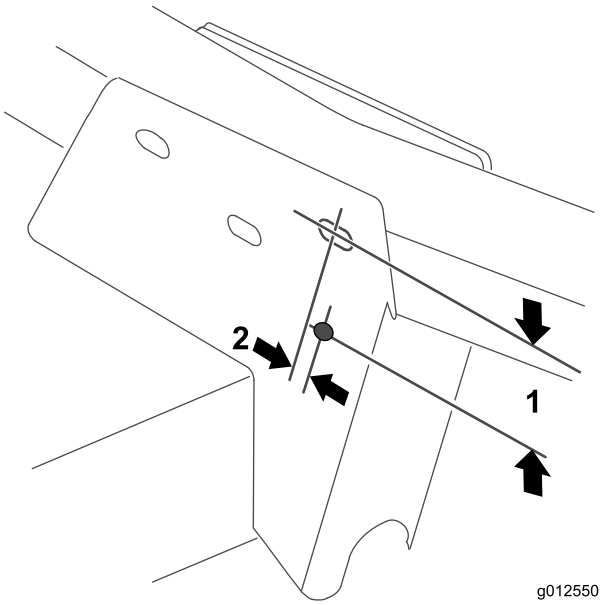

**Figur 22**
1. Brug de mål, der er vist i Figur 22, til at finde, markere og bore et hul på 11/32 tomme i diameter gennem begge vægge på højre forreste styrehjulsarms beslag.